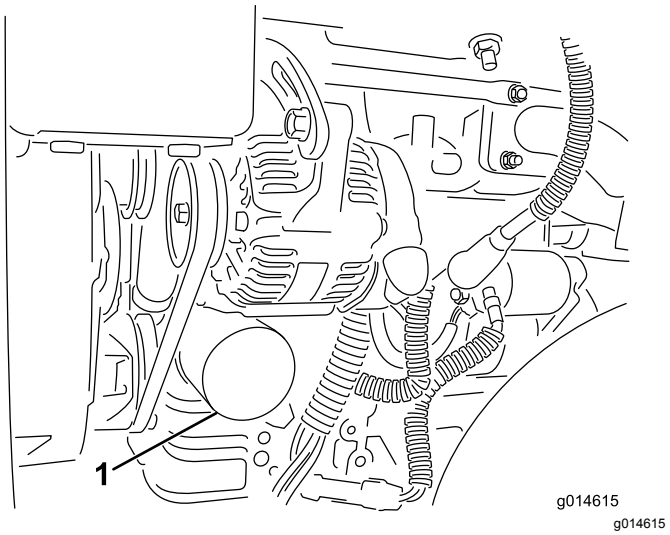

Figur 47
2. Fjern oliefilteret (Figur 47). Påfør et let lag ren olie på den nye filterpakning.